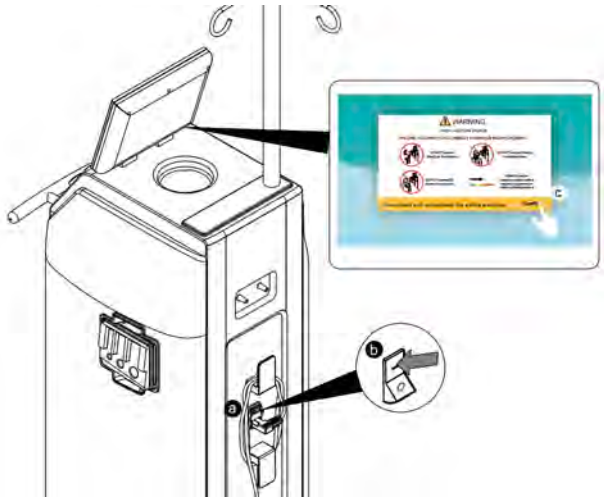

Figure 7 High Suction Device Warning
c. Read the WARNING message on the user interface, then tap the OK key to access the CONTROL screen (Figure 7).